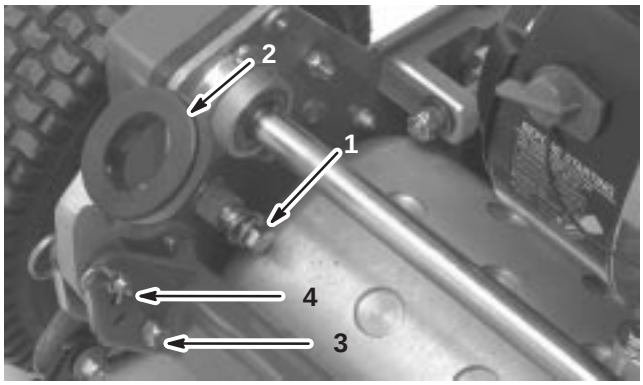

Figure 1
2. Remove the capscrew, washer, and lockwasher from the mounting pin on each side of the mower, as shown in Fig. 1.
3. Remove the capscrews and locknuts securing the bottom of the handle arms to each side of the mower, as shown in Figure 1.
4. Remove the hairpin cotters and ring pins securing the handle arms to the rear of the frame (Fig. 1).
5. Insert the handle ends thru the holes in the handle arms and align the holes with the mounting pins (Fig. 1).
1. Remove the hairpin cotters from the ring pins on each side of the mower (FIg. 1).
2. While supporting the handle, remove the ring pins from each side and raise or lower the handle to the desired operating position. (Fig. 1).